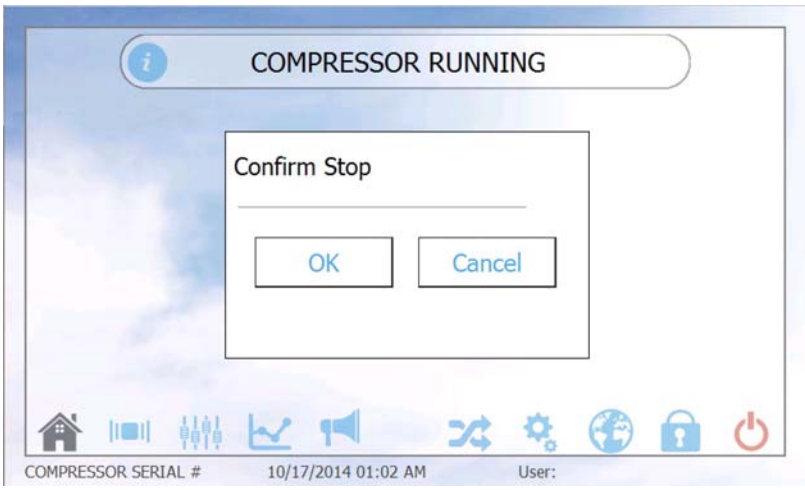

FIGURE 3-10
2. Push the (STOP ICON) icon on the bottom right side of the screen to initiate the stop sequence. A screen will appear prompting the operator to either confirm or cancel the stop sequence. Press the OK button to continue the shutdown procedure, as shown in Figure 3-10.